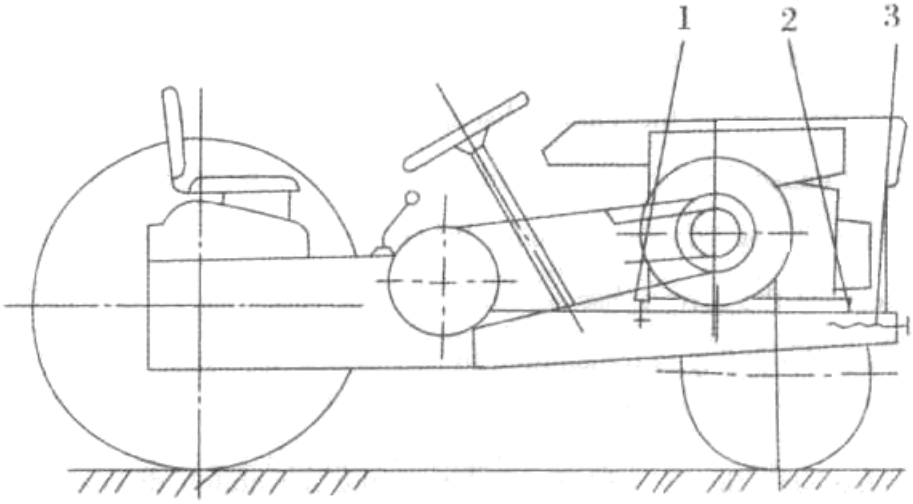

Рис. 3-1 Сцепление, генератор, регулировка V-образного ремня
3.1.1 Приводной ремень (рис. 3-1)